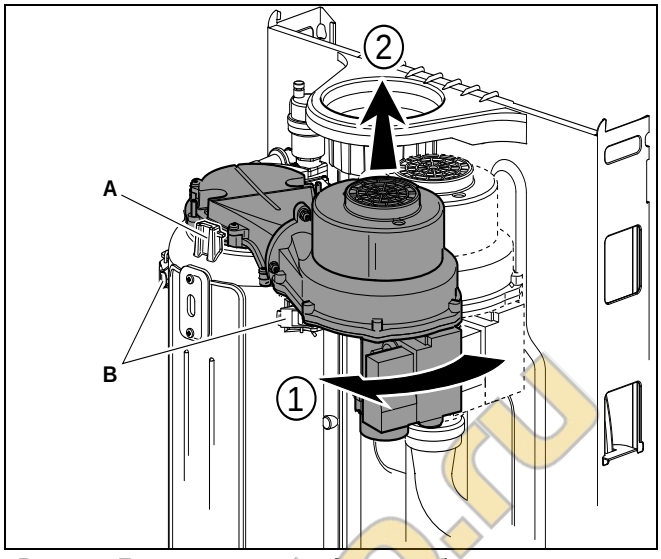

Рис. 47 Демонтаж газовоздушного блока и горелки
Теперь можно демонтировать газовоздушный блок, повернув его на четверть оборота вперед (штыковой замок) (→ рис. 47, [A]) и затем подняв его вверх из сменного блока.
- Теперь можно демонтировать переднюю часть теплообменника, для чего разомкните быстродействующие замки (→ рис. 47, [B]).